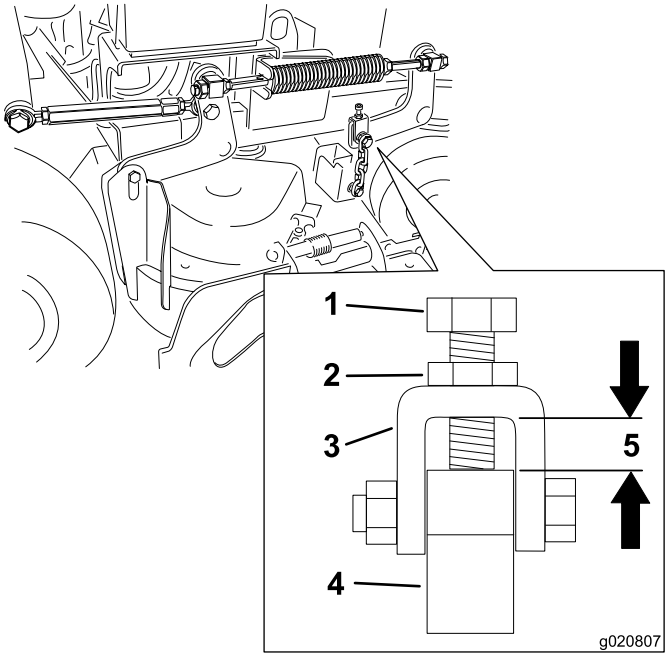

Figur 83
10. Kontroller afstanden mellem hver gaffel og skjoldophængets arm. Afstanden skal være 11 mm. Se Figur 83.
12. Løsn kontramøtrikken og juster justeringsbolten for at opnå den korrekte afstand som vist i Figur 83.